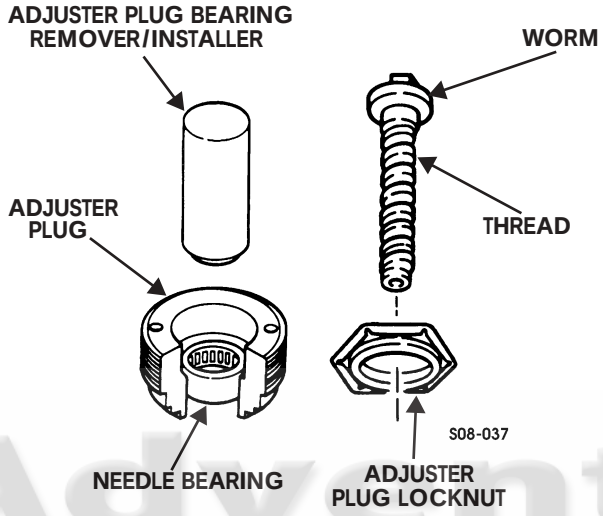

Figure 8-46: Worm Shaft Assembly
4. Inspect worm for bends, breaks, burrs, chipped threads, and scoring. Remove minor burrs and scoring with fine mill file or crocus cloth. Replace worm if damage is unrepairable (Figure 8-46).